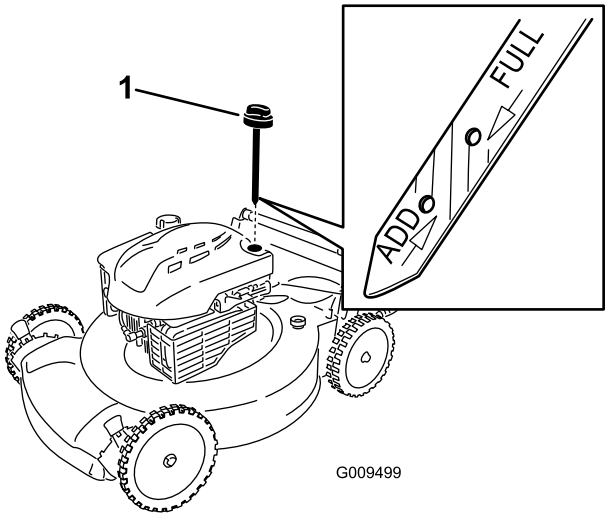

Figura 4
2. Retire la varilla girando el tapón en el sentido contrario a las agujas del reloj y tirando del mismo (Figura 4).
Nota: Si el nivel de aceite está por debajo de la marca **Añadir** de la varilla, vierta una pequeña cantidad de aceite **lentamente** en el tubo de llenado, espere 3 minutos, y repita los pasos 3 a 5 hasta que el nivel llegue a la marca **Lleno** de la varilla (Figura 4).